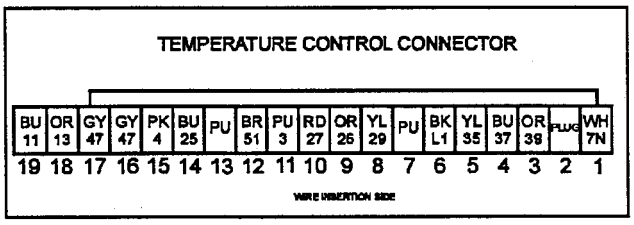

Figure 8-8
1. Run a partial hot water fill and check the ohm resistance of the thermistor circuit. To check the ohm resistance, pull the temperature control wire harness connector off the temperature control board and locate the number 16 and 17 sockets in the connector ***(Figure 8-8)***.